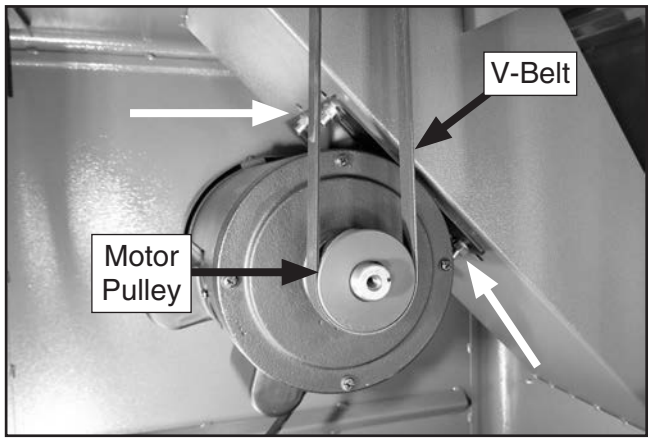

Figure 15. V-belt installed.
9. Loosen motor mount fasteners shown in **Figure 15**. DO NOT completely remove fasteners.
10. Slide motor upward, place poly-V belt around cutterhead pulley and motor pulley, then slide motor down to rest on belt (see **Figure 15**).
15. Tighten motor mount fasteners (see **Figure 15**).